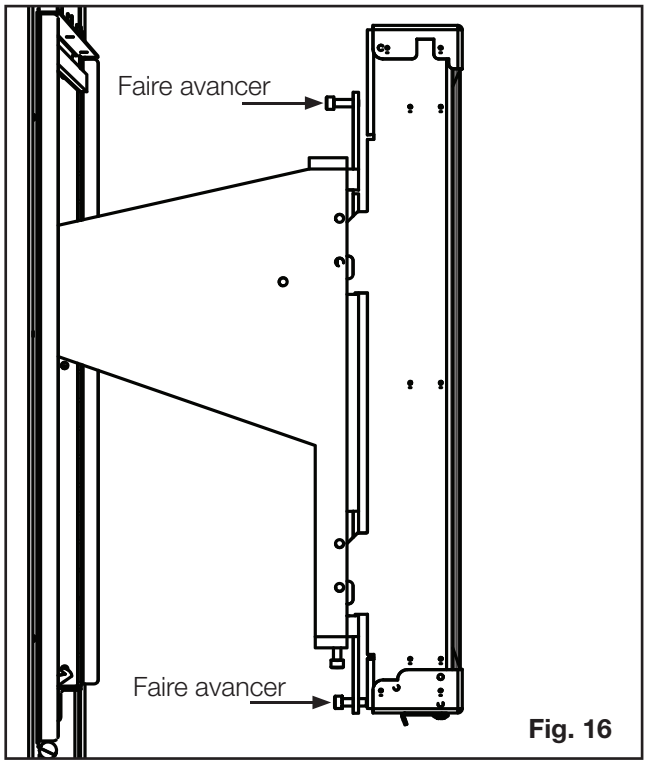

Fig. 16
12. Vérifiez si le plan du GGA-1 est droit. Ajustez-le au moyen des vis de réglage horizontal si nécessaire **(Fig. 16)**.